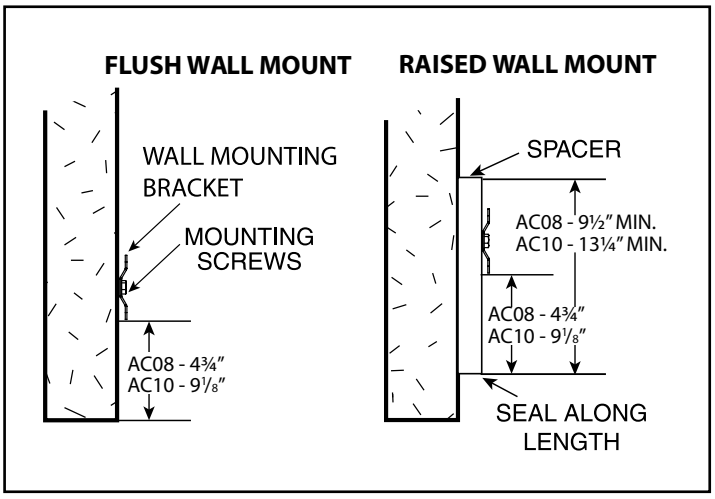

Figure 3 - Wall Mounting Location
B. For optimum performance, the bottom of the air curtain (discharge nozzle) should be no more than 1" above the top of the door opening with the air curtain(s) mounted flush to the wall. If the air curtain must be mounted higher, it must be spaced out from the wall 3/8" for every inch the air curtain is above the door opening. ***See Figure 3.*** For optimum protection, any void between the air curtain and the wall should be sealed along the full length of the air curtain.
1. Position one wall mounting bracket over the door opening as shown in ***Figure 3.*** The bracket should be centered over the door opening. NOTE: For units longer than 120", install two wall mounting brackets in tandem across the door opening.